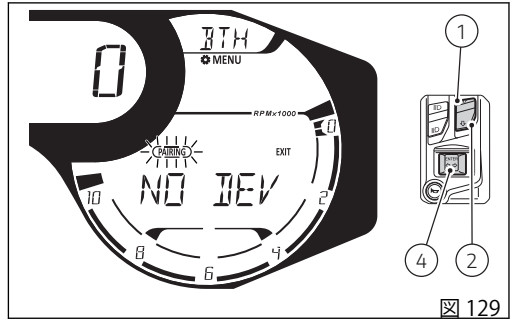

図 129
Bluetooth デバイスのペアリングを行うには、まず設定メニューに入ります。ボタン (1) および (2) で "BTH" を選択してボタン (4) を押します。次に、ボタン (1) と (2) で "PAIRING" (図 129) (枠が点滅) を選択し、ボタン (4) を押します。